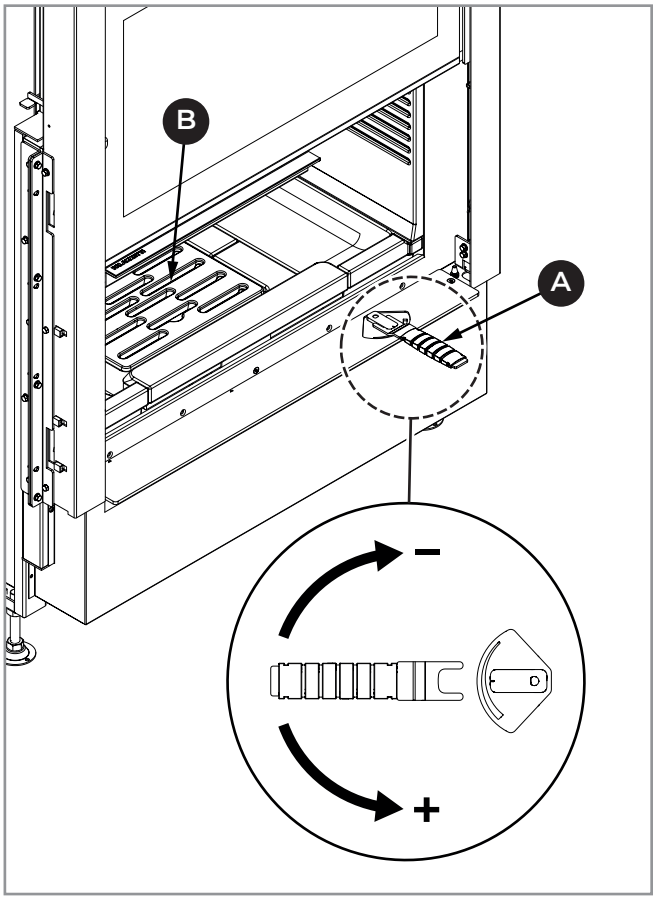
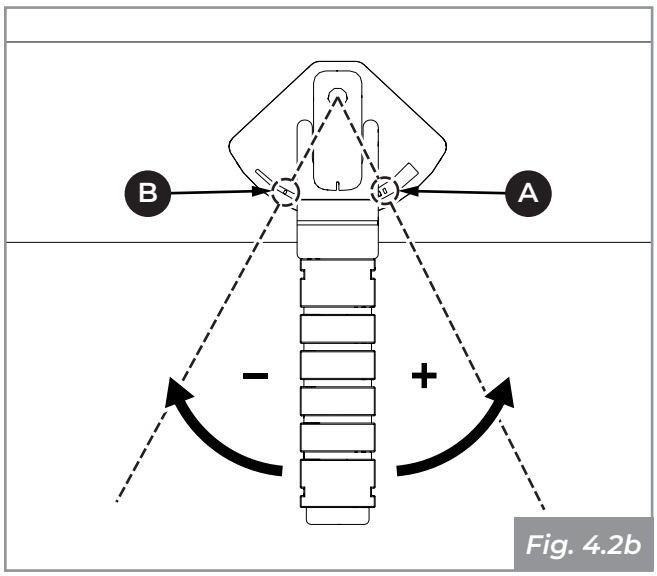
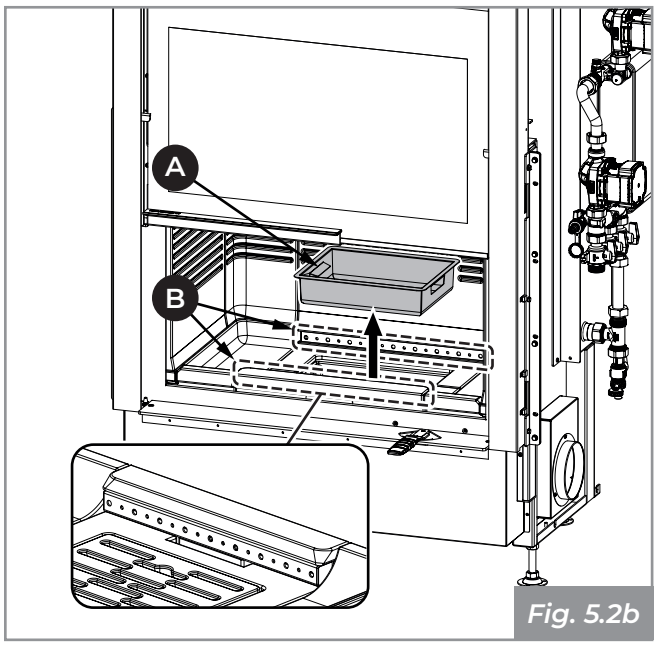

Fig. 4.2a
Fig. 4.2b
Fig. 5.2b
2. À l'aide de la poignée froide fournie **(A - Fig. 4.2a)** ouvrir au maximum (+) le réglage d'air primaire **(A - Fig. 4.2b)** ;
3. Déposer soigneusement les morceaux de bois dans la chambre de combustion, en prenant soin de ne pas couvrir complètement les fentes de la grille **(B - Fig. 4.2a)** et les trous avant et arrière du distributeur d'air de combustion **(B - Fig. 5.2b)** ;
8. Garder la prise d'air ouverte pour assurer une flamme haute et brillante **(A - Fig. 4.2b)** ;
9. Réduire l'ouverture de la prise d'air **(B - Fig. 4.2b)** en utilisant la poignée froide spéciale uniquement lorsqu'une bonne base de braise s'est formée.
Retirer le tiroir à cendres de la base et aspirer les éventuelles cendres déposées dans les compartiments au-dessous **(A - Fig. 5.2b)**.
Passer l'aspirateur sur les trous avant et arrière du distributeur d'air de combustion pour éviter toute accumulation de cendres **(B - Fig. 5.2b)**.